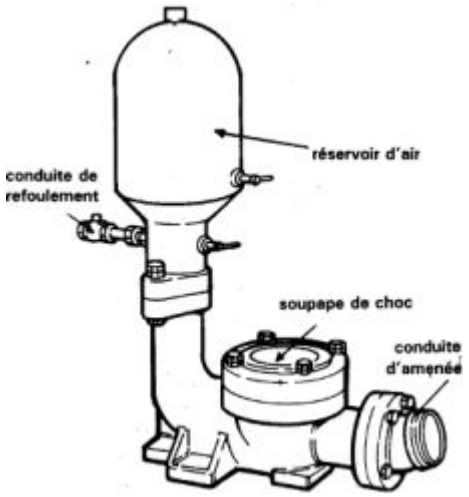

Figure 2- Bélier hydraulique classique (Blakes) de fabication européenne (Source [3] « Econogie »)
- Figure 2- Bélier hydraulique classique (Blakes) de fabication européenne (Source [3] « Econogie »)